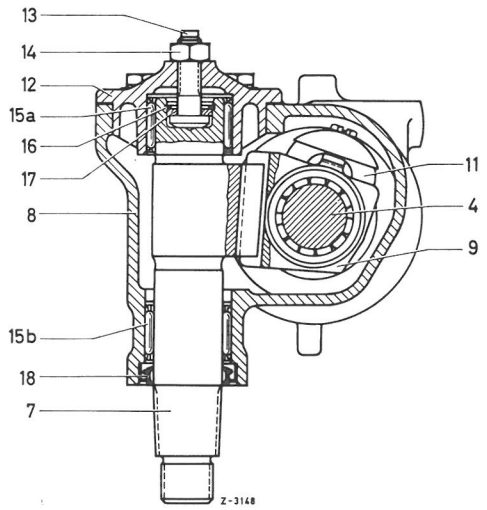

Fig. 46-3/1
2 Sekskantmøtrikken (14) skrues af indstillingsskruen (13) (fig. 46-3/1).
(13) samtidig skrues ud af styrehusdækslet, da den er forbundet med styreakslen. Styreakslen (7) tages ud af styrehuset.
4 Indsatsen (26) på styresnekkens kærvfortanding (4) (fig. 46-3/2) og med en momentnøgle kontrolleres det drejningsmoment, der er nødvendigt for at dreje styreakslen (drejningsmoment, se arb.nr. 46-0).